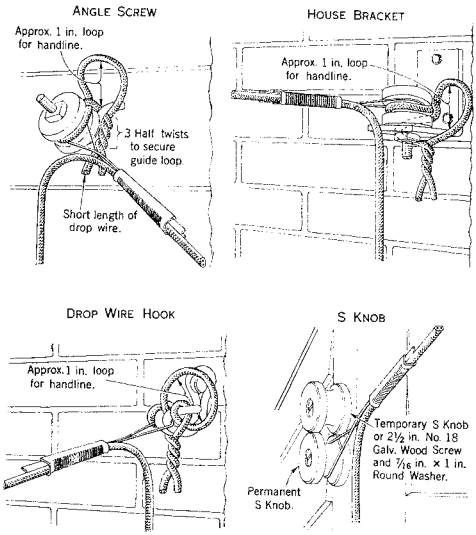

Fig. 2 — Temporary Guide Loop
(1) Remove the C knob or the SC wire clip and the associated loop of drop wire from the first building attachment. Do not remove the drop wire clamp which supports the wire span.
(2) Attach a temporary guide loop to the first building attachment, such as shown in Fig. 2, to prevent the handline used in releasing the excess tension from becoming accidentally disengaged from the building attachment.
(3) Place a temporary drop wire clamp on the wire to be lowered, about one foot out in the span. Seat the clamp firmly on the wire.
(4) Place a handline over the first building attachment and through the temporary guide loop. Tie the handline securely to the tail of the temporary drop wire clamp.
(5) Return to the ground. Pull the handline sufficiently taut to remove tension from the original drop wire clamp and lash the handline to a substantial and secure support near the base of the building.